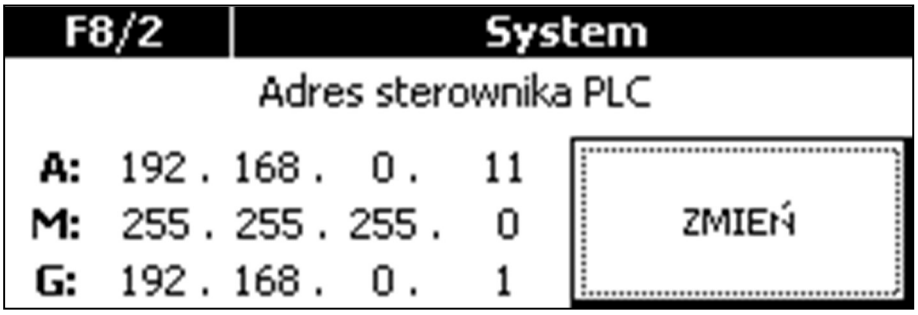

Рис.6 Вид экрана настроек адреса контроллера ПЛК.
- Изменить параметры сети (A – адрес, M – маска подсети, G – шлюз по умолчанию) на экране F8/2, которые приведены на Рис. 6.